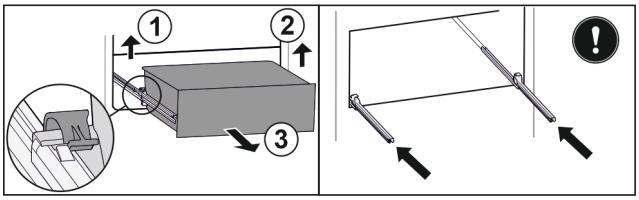

Fig. 186
▶ 提起左侧夹子，同时将抽屉左侧向前拉。 *Fig. 186 (1)*
▶ 提起右侧夹子，同时将抽屉右侧向前拉。 *Fig. 186 (2)*
▶ 朝前取出抽屉。 *Fig. 186 (3)*